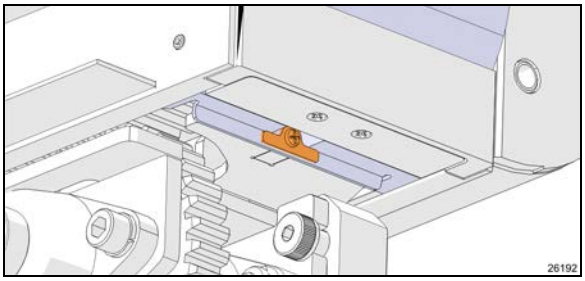

FIGURE 21: VIS DE FIXATION DU RIDEAU PROTECTEUR
S'il est endommagé ou fissuré, il doit être remplacé. Le rideau est fixé avec une vis. (Figure 21)
Dévisser la vis de retenue (Figure 21)
3. Dévisser la vis de fixation du rideau protecteur (Figure 21)